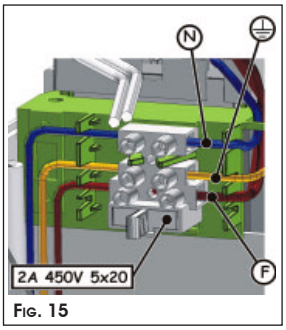

Fig. 15
② Connect the power cable, as shown in Fig.15. The earthing wire must also be connected. Make sure that the power cable wires are correctly fitted in the 'comb' which restrains them Fig. 15.